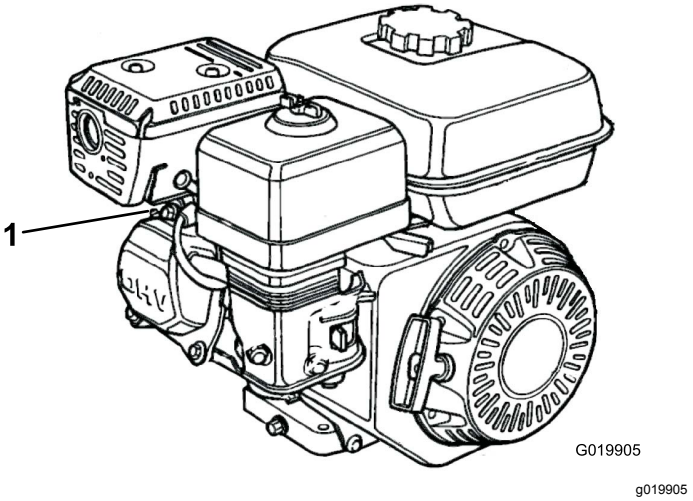

Figura 31
2. Desligue o fio da vela da ignição da vela da ignição (Figura 31).